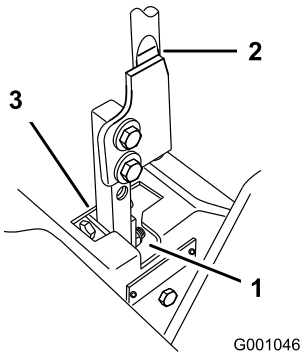

Figuur 59
5. Zet de hendel in de neutraalstand zonder deze te vergrendelen (Figuur 59).
6. Trek de hendel naar achteren totdat de gaffelpen (op de arm onder de taatsas) contact maakt met het uiteinde van de gleuf (en net druk op de veer begint uit te oefenen) (Figuur 59).
7. Controleer of de hendel de juiste positie heeft ten opzichte van de inkeping in het bedieningspaneel (Figuur 59). De hendel moet in het midden staan zodat deze naar buiten kan draaien en worden vergrendeld in de neutraalstand.